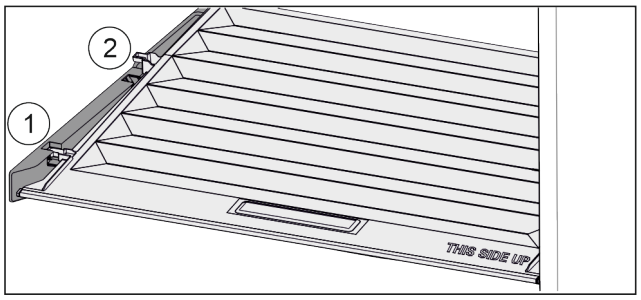

Fig. 40
▶ Потянуть крышку до отверстия в поддерживающих деталях вперед *Fig. 40 (1)*.
▶ Поднять сзади снизу и извлечь *Fig. 40 (2)* движением верх.